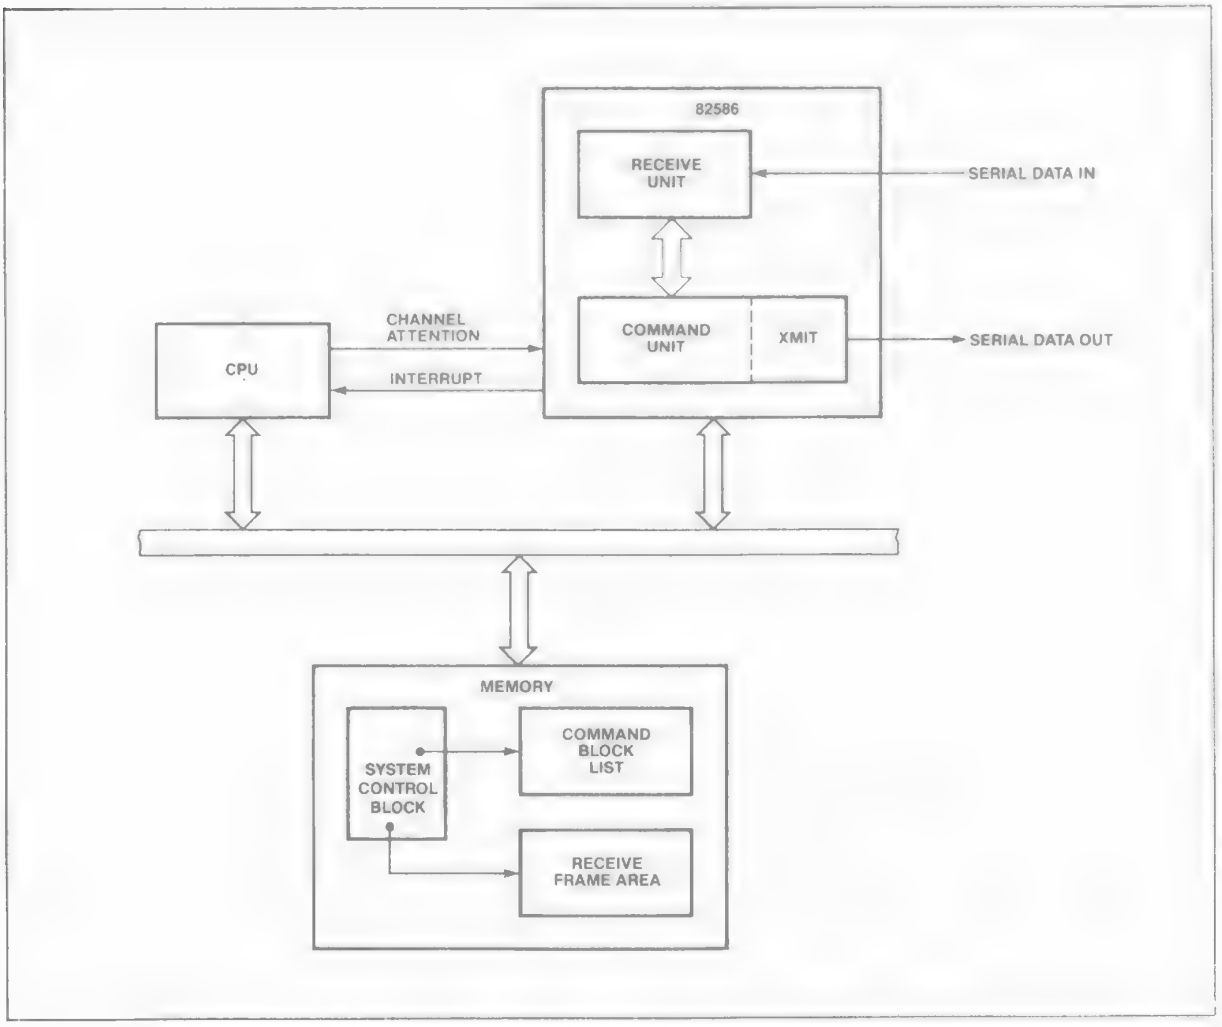

Figure 3. System Overview
From the user's point of view, the 82586 consists of two independent, though communicating units: the Command Unit (CU) and the Receive Unit (RU) as shown in Figure 3. The CU executes commands given by the host CPU and manages frame transmissions. The RU handles all activities related to frame reception such as buffer management, frame and address recognition, and CRC checking. The two units are controlled and monitored by the host CPU via a shared memory structure called the System Control Block (SCB). All logical communication between the CPU and 82586 takes place through the SCB. The two other memory structures used by the 82586 are the Command Block List (CBL) and Receive Frame Area (RFA). These are used to hold the list of commands to be executed by the 82586 and hold all received frames, respectively. Pointers to the CBL and RFA are in the SCB, along with status registers and counters for certain tallies maintained by the 82586, and control commands for the 82586. The only direct control lines between the CPU and the 82586 are the interrupt to the CPU and Channel Attention to the 82586.